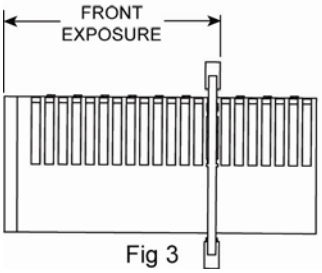

Fig 3
5. Slide the Mounting Sleeve through the hole. Use the number scale on top of the Mounting Sleeve to determine exposure distance. Fig 3